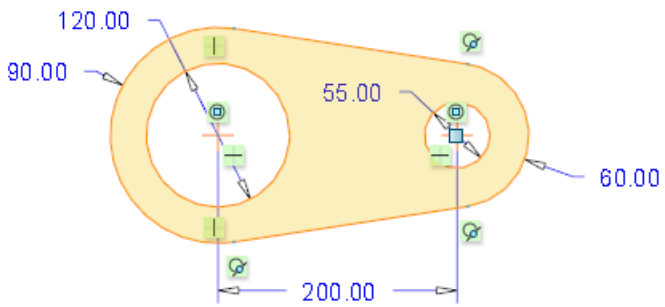

Figure 2-41 *Complete sketch with dimensions and constraints*
c. Dimension the sketch and then modify the dimensions of the sketch, refer to Figure 2-41.
The completed sketch is shown in Figure 2-41.